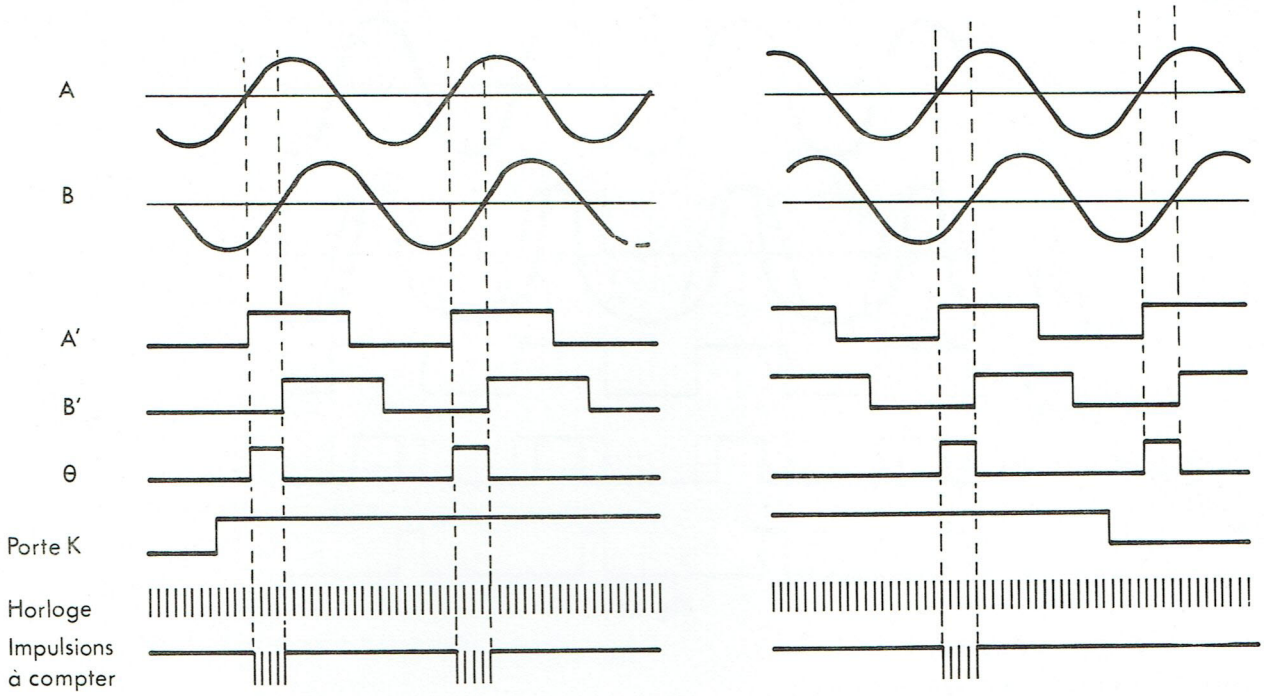

**Fig 19**
Toute différence de phase existant entre deux signaux de même fréquence, est mise en évidence en effectuant le calcul du déphasage sur un nombre de périodes élevé. On effectue donc une moyenne et non pas le calcul du déphasage instantané (Figure 19). La durée de la porte K détermine la durée de la mesure. Elle est de 0,9 s ou 90 s selon la fréquence des signaux d'entrée. Pour les fréquences de 0,1 kHz à 100 kHz la durée est de 0,9 s ; pour les fréquences de 1 Hz à 1000 Hz la durée est de 90 secondes. Ce choix est défini par la commande (2).